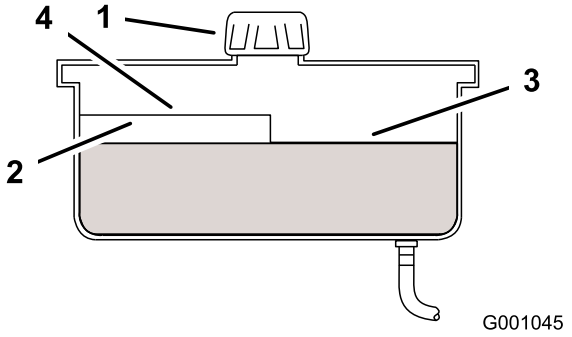

Figur 78
2. Rengör området runt påfyllningsröret till hydraultanken (Figur 78).
3. Skruva av tanklocket på påfyllningsröret. Titta inuti och kontrollera om det finns någon olja i behållaren (Figur 78).
Obs: Oljenivån ska nå upp till överkanten på markeringen för varmt på skärmen, när oljan är varm (Figur 78).